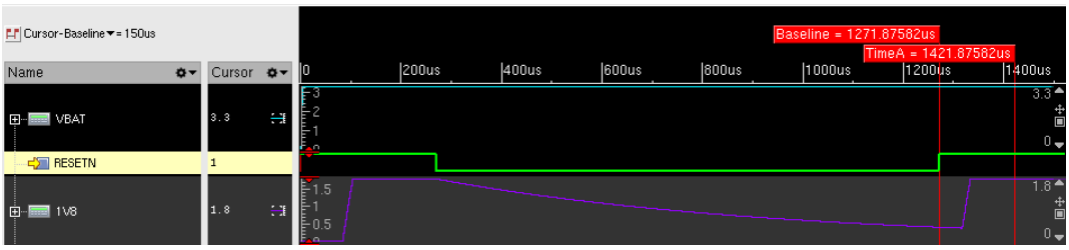

Figure 7. Typical Timing Diagram for Reset Sequence
**Note:** Since RESETN is pulled-up internally, RESETN does not need to be held low after VBAT is established, as shown in Figure 7 *(on page 27)*. There is no timing condition between RESETN and VBAT.